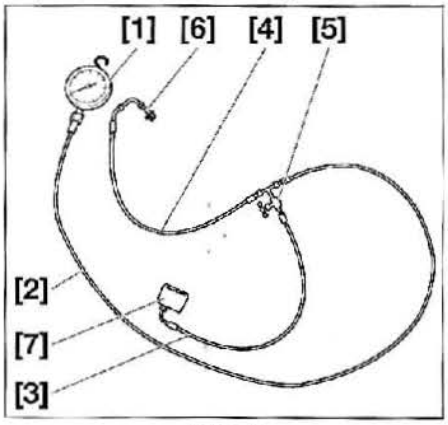

FIG. 21
• Preparar el conjunto de control [1], [2], [3], [4], [5], [6] y [7] (maleta ref. 0710.ZY) **(fig. 21)**.